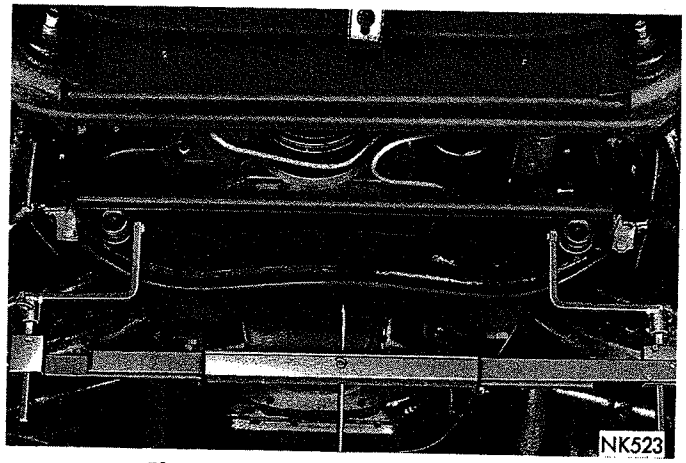

*Fig. 9—No. 1 Gauge in Position*
(1) The front 45 inch gauge is suspended from centerline of lower control inner pivot shaft. Remove nut cotter pin and select proper sleeve to fit over hex of nut (Fig. 9).
(2) Hang 36 inch middle gauge over top of torsion bars (using a ¼" diameter pin) immediately in front of rear anchor boot. Position 2" in front of forward